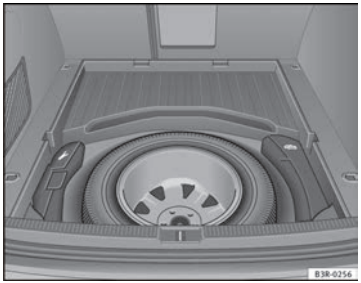

Fig. 192 Spare steel rim wheel
– Turn the plastic knob ⇒ fig. 192 anti-clockwise.